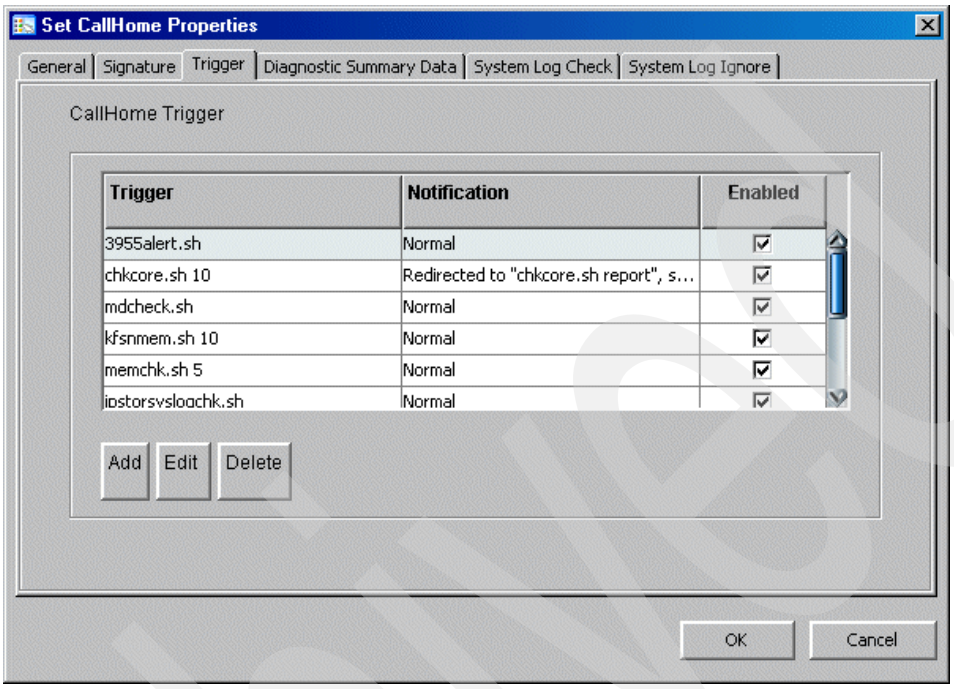

Figure 6-11 Trigger tab
- The *Trigger tab* (Figure 6-11) contains the alert triggers. You configure the triggers by selecting (enable) or deselecting (disable) the corresponding check boxes listed under the Enabled column. We recommend that you leave all the check boxes enabled. Then disable them as you determine which events are not important to your environment.